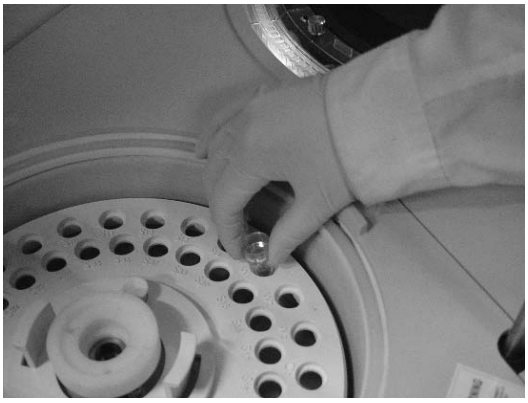

Figure 10-4-1
a)Place about 1mL Alkaline Detergent in the W1 position of the QC disk, as Figure 10-4-1 shows: